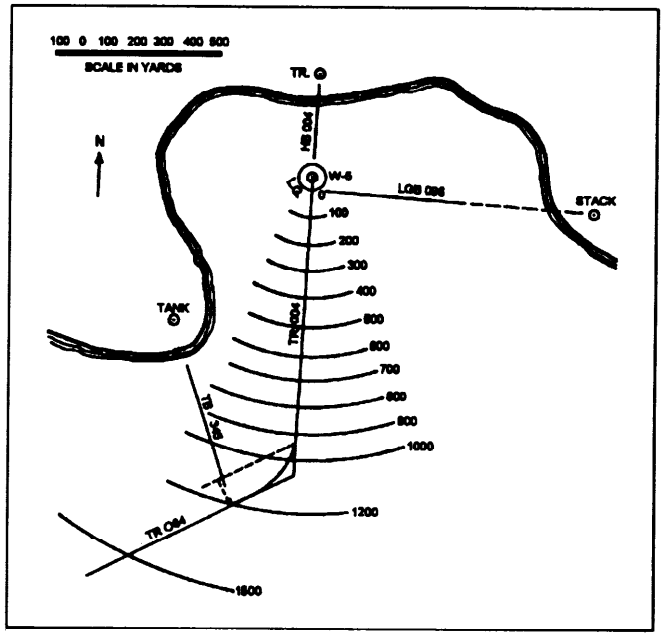

Figure 12-9. The completed anchorage track.
2.	Lay out and label the approach track (minimum of 1,000 yd) and label as shown in figure 12-9.
4.	Lay out and label the turn bearing for the turn onto the approach track. In figure 12-9, a turn bearing of 345° on the tank is used.
6.	Lay out and label the letting-go bearing (LGB). In figure 12-9, a LGB of 096° is constructed using the stack.
7.	Lay out range to anchorage distance arcs beginning at the edge of the letting-go circle. Use 100-yard increments out to 1,000 yards and then also at 1,200, 1,500, and 2,000 yards, as shown in figure 12-9.